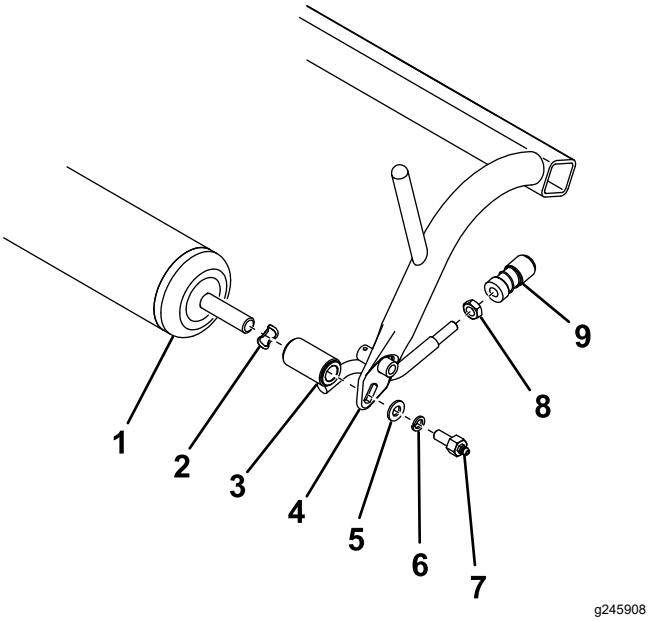

Figura 1
2. Retire el rodillo, las arandelas de muelle, los conjuntos de biela de tiro, las arandelas planas, las arandelas de freno y los tornillos de engrase del bastidor de tiro (Figura 1)
3. Retire y guarde los alojamientos de la articulación esférica de los conjuntos de biela de tiro (Figura 1). Deseche todos los herrajes retirados anteriormente, excepto el rodillo y los alojamientos de la articulación esférica.